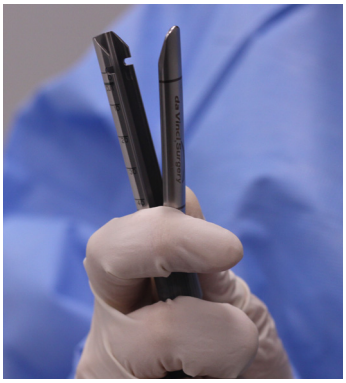

***Figura 2.1 Abra as mandíbulas com a mão***
1. Antes de instalar uma recarga, verifique se as mandíbulas do Stapler estão totalmente abertas; use os seus dedos para separá-las suavemente (Figura 2.1).